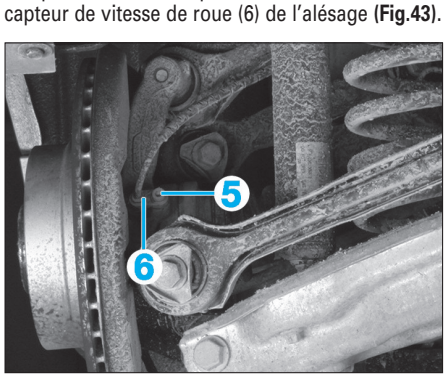

Fig. 43
• Déposer la vis à six pans creux (5) et extraire le capteur de vitesse de roue (6) de l'alésage **(Fig.43)**.